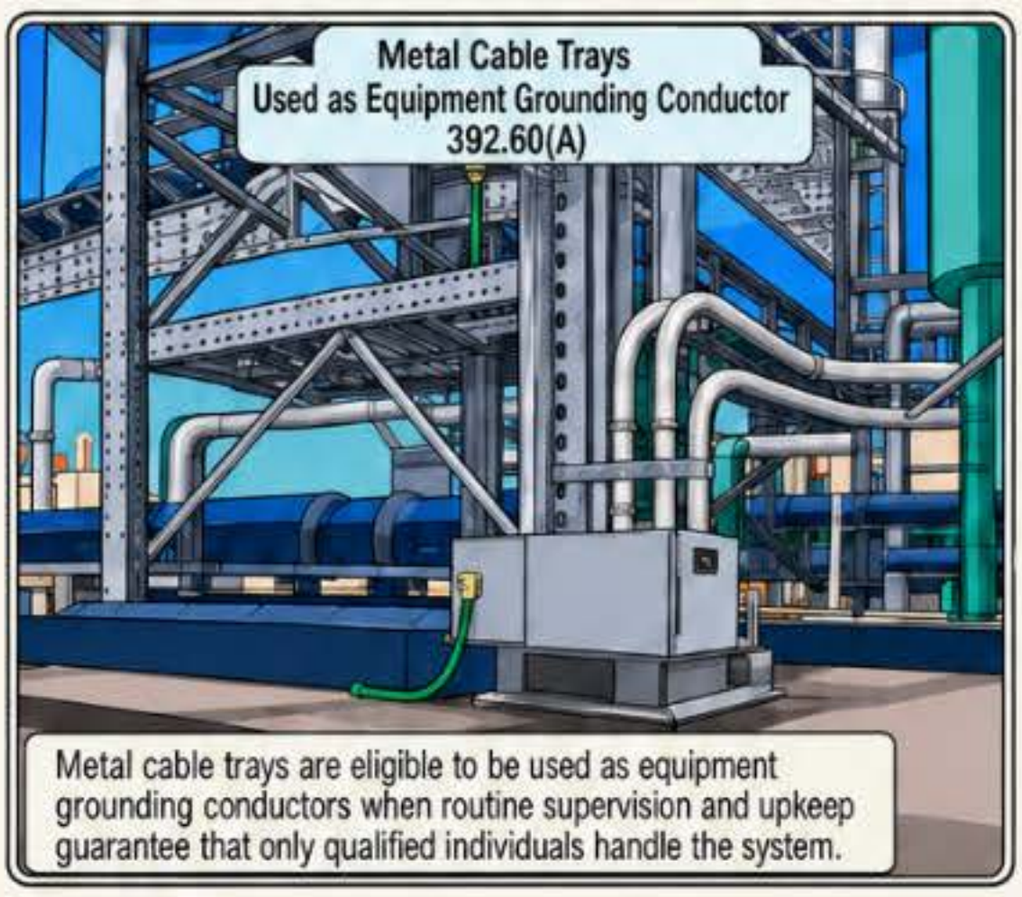

Figure 392-9
(A) Used as an Equipment Grounding Conductor. Metal cable trays may serve as equipment grounding conductors when control and maintenance of the system are sufficient to ensure that only qualified persons work on and service the cable tray system. Figure 392-9